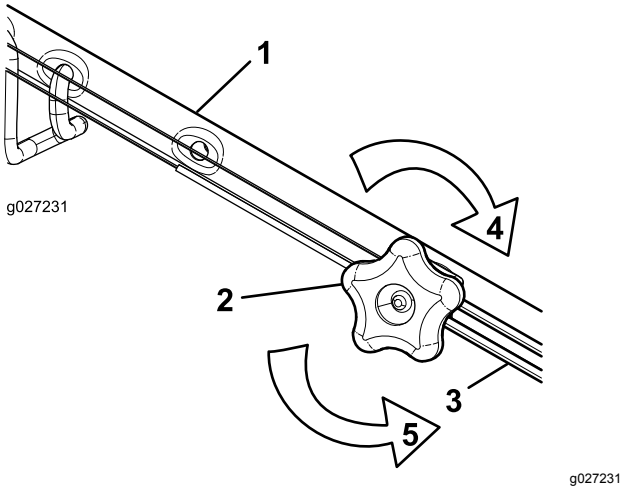

Figur 45
1. Vrid justeringsvredet moturs för att lossa kabeljusteringen (Figur 45).
2. Justera kabelspänningen (Figur 45) genom att dra den tillbaka eller trycka den framåt och sedan hålla den i det läget.